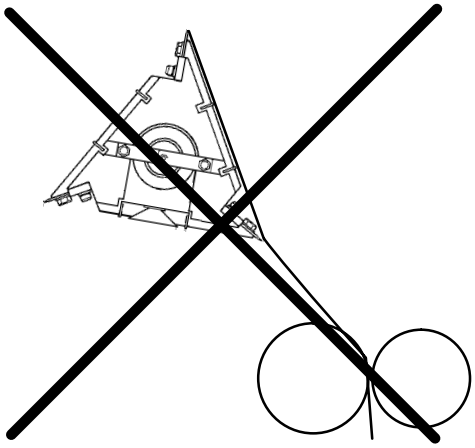
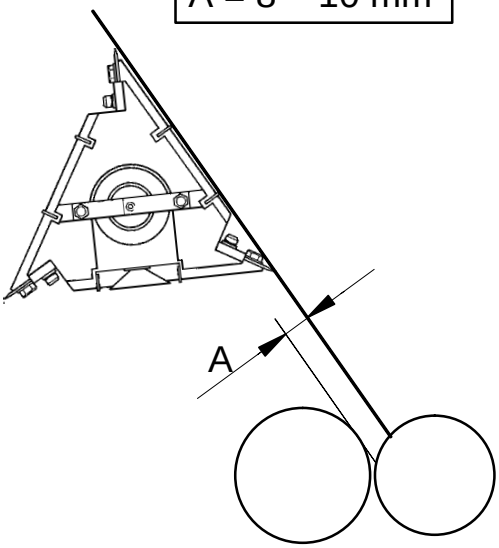

Fig. 3
Fig. 4
a) Place a ruler (1) on the crease wheel.
c) To adjust, loosen the setting screw (2) and turn the plate to the correct position. Tighten the screw.
d) With the machine in step **Production**, make sure that the packaging material is not forced off the suction cups, see fig. 3 and fig. 4. If required, stop the machine and adjust.